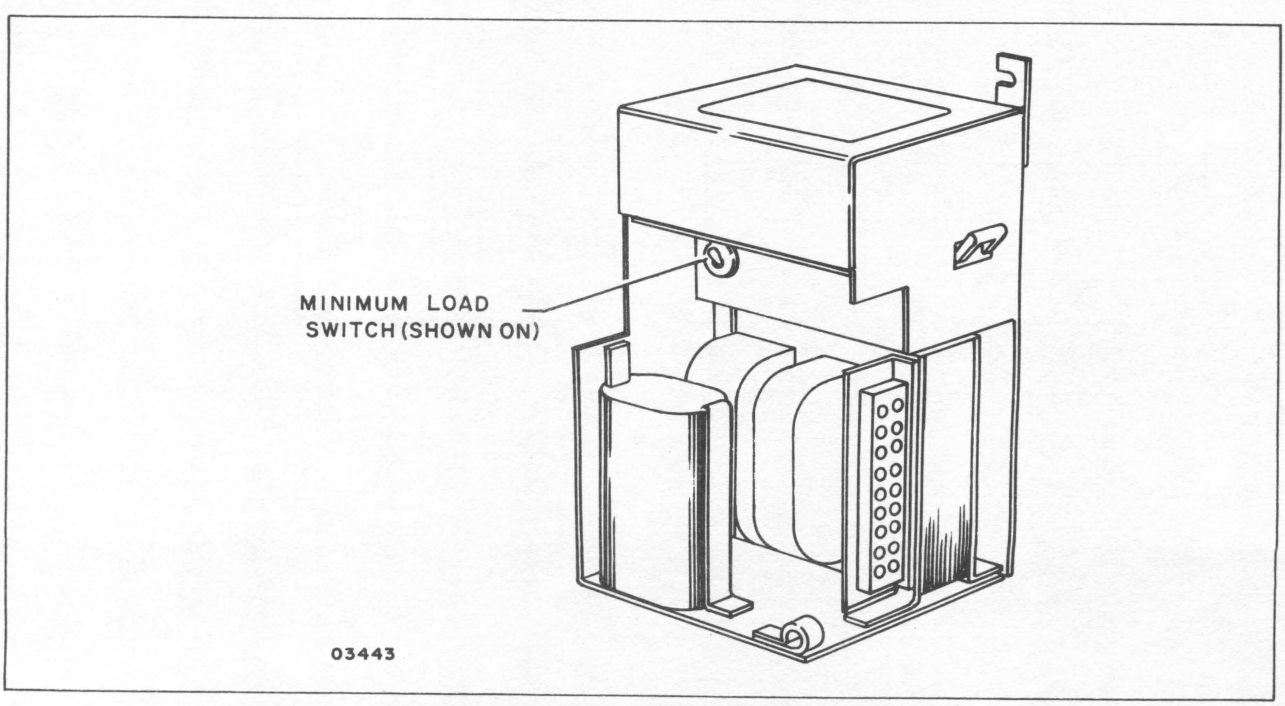

Figure 3-4. Minimum Load Switch, Series/1 Model 4952-A
b. Remove the rear cover of the Series/1 power supply and lower the hinged transformer box to view the minimum load switch (see figure 3-4).